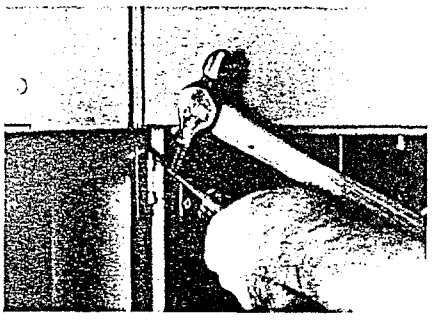

Figure 38: Driving out hinge pin
11. If necessary, the door can be taken off its hinges without removing the unit. To do so, drive the hinge pins out of the hinge collars, using a small flat-bladed screwdriver or small punch (figure 38). Remove the bottom hinge pin first. One end of each pin is knurled to secure it into the hinge collar.